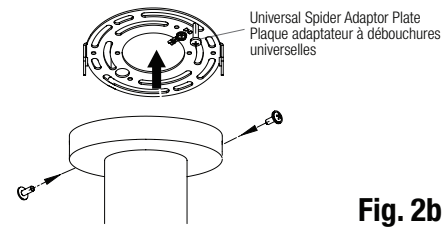

Fig. 2b
4. Remove the Universal Spider Adaptor Plate from the luminaire by unscrewing the two side canopy screws (Fig. 2b).
4. Retirer la plaque adaptateur à débouchures universelles du luminaire en dévissant les deux vis latérales du pavillon de recouvrement (Fig. 2b).